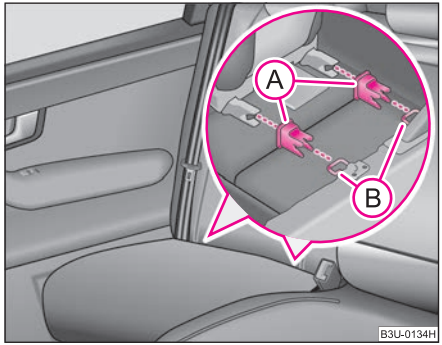

Fig. 162 Locking eyes (ISOFIX system)
– Insert the mounting funnels (A) onto the locking eyes (B) between the backrest and seat cushion ⇒ page 182, fig. 162.